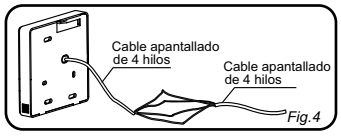

Fig.4
2. Si la longitud del cable es insuficiente puede cortar los cables y empalmarlos, tener cuidado a la hora de realizar la conexión (ver Fig. 4).